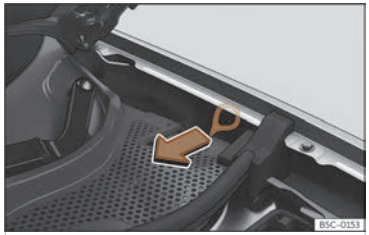

Fig. 65 Entre l'aileron gauche et la charnière du capot du moteur : Poignée de déverrouillage manuel d'urgence du connecteur de charge.
La poignée de déverrouillage manuel d'urgence est située sur le côté gauche du compartiment moteur, au-dessus de la prise de charge ››› **fig. 65**.
- Tirez sur la poignée ››› **fig. 65**.